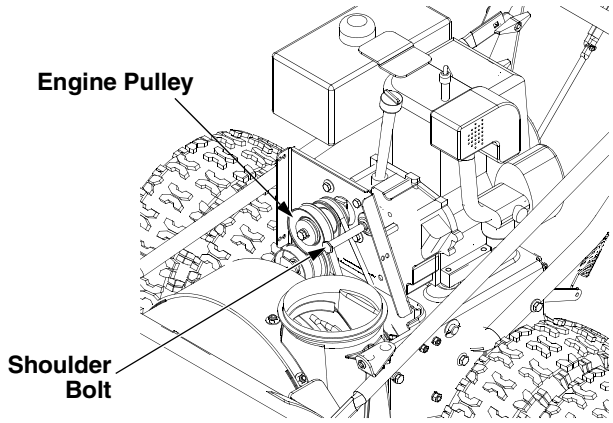

Figure 19
- Remove the large shoulder bolt and washer on the left hand side of the engine pulley. See Figure 19.